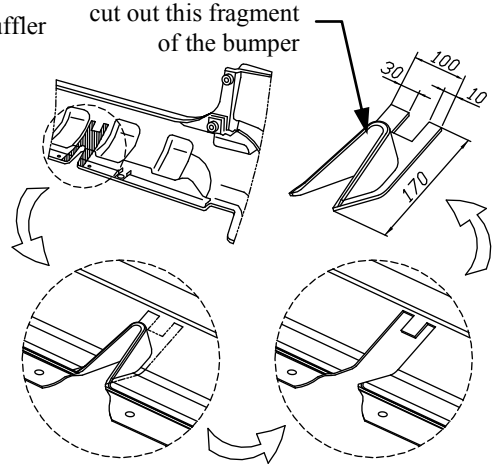

Fig. 3. Cut the bumper
7. Reassemble the bumper after cut out its fragment according to figure 3.
8. Fix body of the automat (pos. 18) and the socket plate (pos. 3) using bolts M12x25mm (pos. 4) from accessories. Place tow-ball (pos. 2) according to supplied instruction.